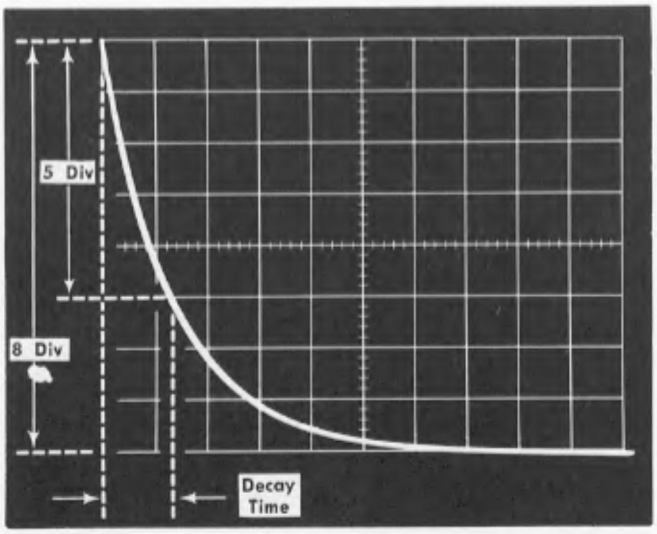

Fig. 5-5. Typical CRT display of decay time.
h. Measure the decay time of the displayed waveform as shown in Fig. 5-5.